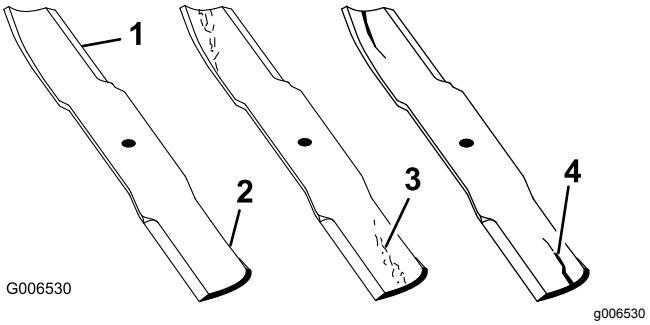

Figur 89
1. Kontrollera eggarna (Figur 89).
4. Montera omedelbart en ny kniv om du upptäcker sprickor, slitage eller spårbildning i detta område (Figur 89).